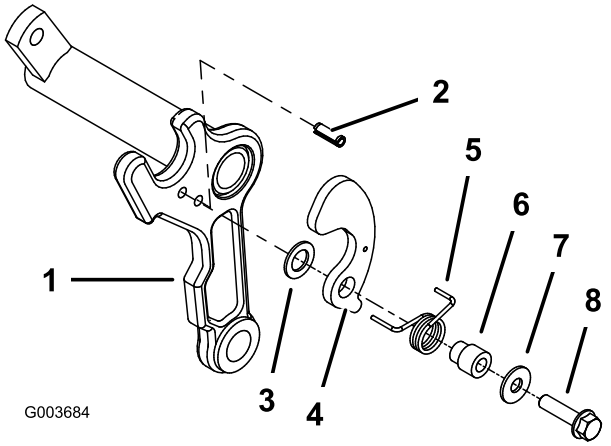

Figur 6
6. Sätt i en rulltapp i det nedre hålet på lämplig sida på bärramen på varje klippenhets(Figur 6).
7. På bärramens sida där rulltappen sitter monterad, ska du montera en plastbricka, ett gräskorgsfäste, en korgfläns, en planbricka (,344 x ,875) och en skruv (5/16 x 1-1/4 tum) (Figur 6). Placera fjäderns längre ben runt framsidan på bärramen och sätt in fjäderns kortare bakre ben i hålet på gräskorgfästet.